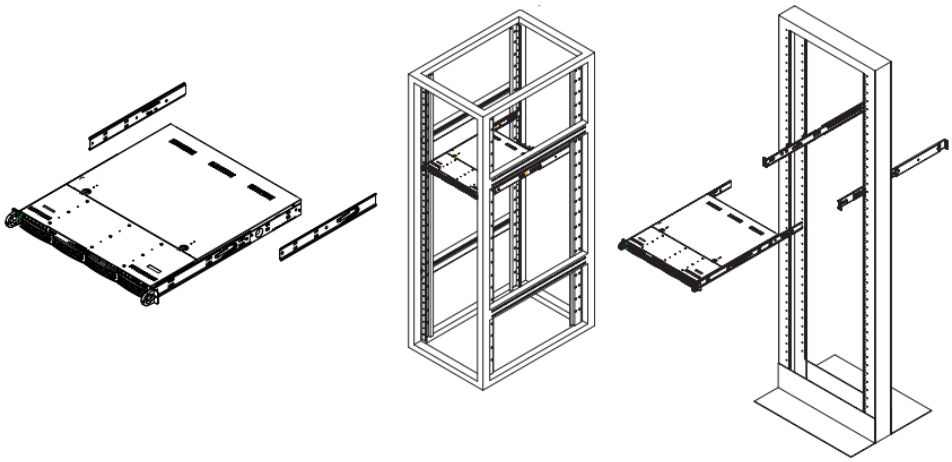

Рисунок 2. Монтаж сервера в стойку.
2.6 Монтаж сервера осуществляется в стандартную стойку 19 дюймов, крепление сервера осуществляется с помощью специальных направляющих (рис. 2):